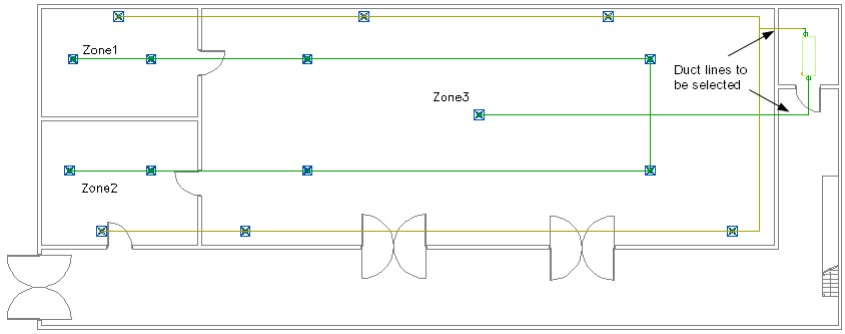
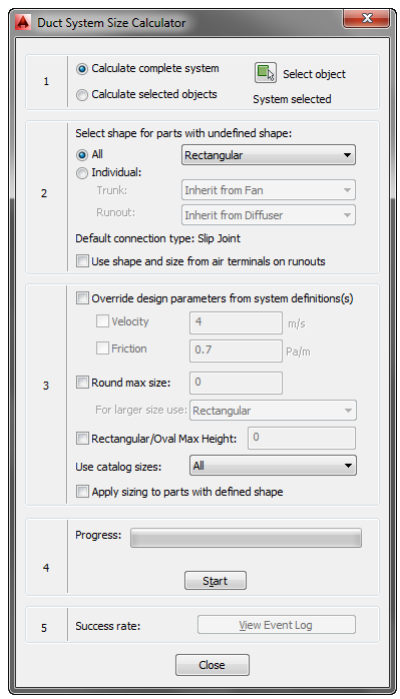

Figure 4-30 *The duct lines to be selected for calculating duct size*
Figure 4-31 *The* ***Duct System Size Calculator*** *dialog box*
1. Select the duct lines, as shown in Figure 4-30 and choose the **Calculate Duct Sizes** button from the **Calculations** panel of the **Duct** contextual tab in the **Ribbon**; the **Duct System Size Calculator** dialog box is displayed, refer to Figure 4-31.
2. Change all the settings in the dialog box according to Figure 4-31.